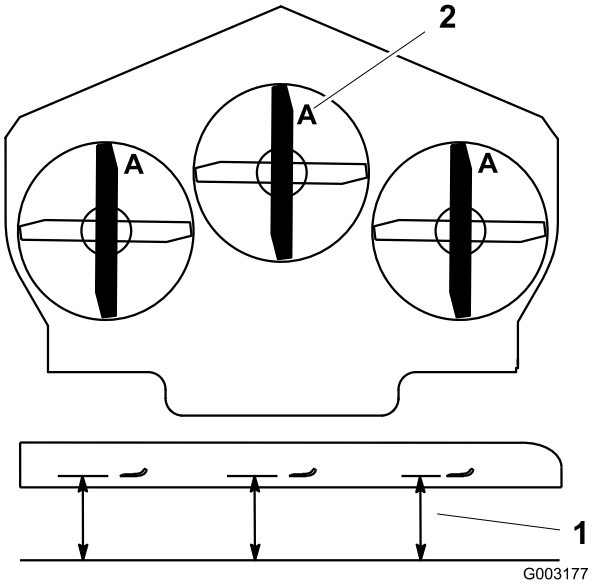

Figur 72
3. Drej knivene, indtil enderne vender fremad og bagud (Figur 72). Mål fra en plan overflade til knivenes skærekant (Figur 72), position **A**. Noter dette mål.